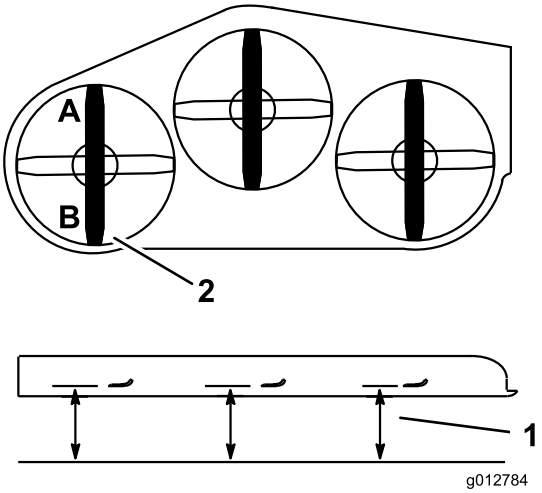

Figur 85
2. Mål den venstre kniven ved **A**-plasseringen, fra en jevn overflate til knivveggen på knivspissen, og noter denne målingen (Figur 85).
3. Mål den venstre kniven ved **B**-plasseringen, fra en jevn overflate til knivveggen på knivspissen, og noter denne målingen (Figur 85).
4. Kniven skal være 6–10 mm lavere ved plasseringA enn ved plassering **B** (Figur 85). Dersom defleksjonen ikke er korrekt, gå til følgende trinn.